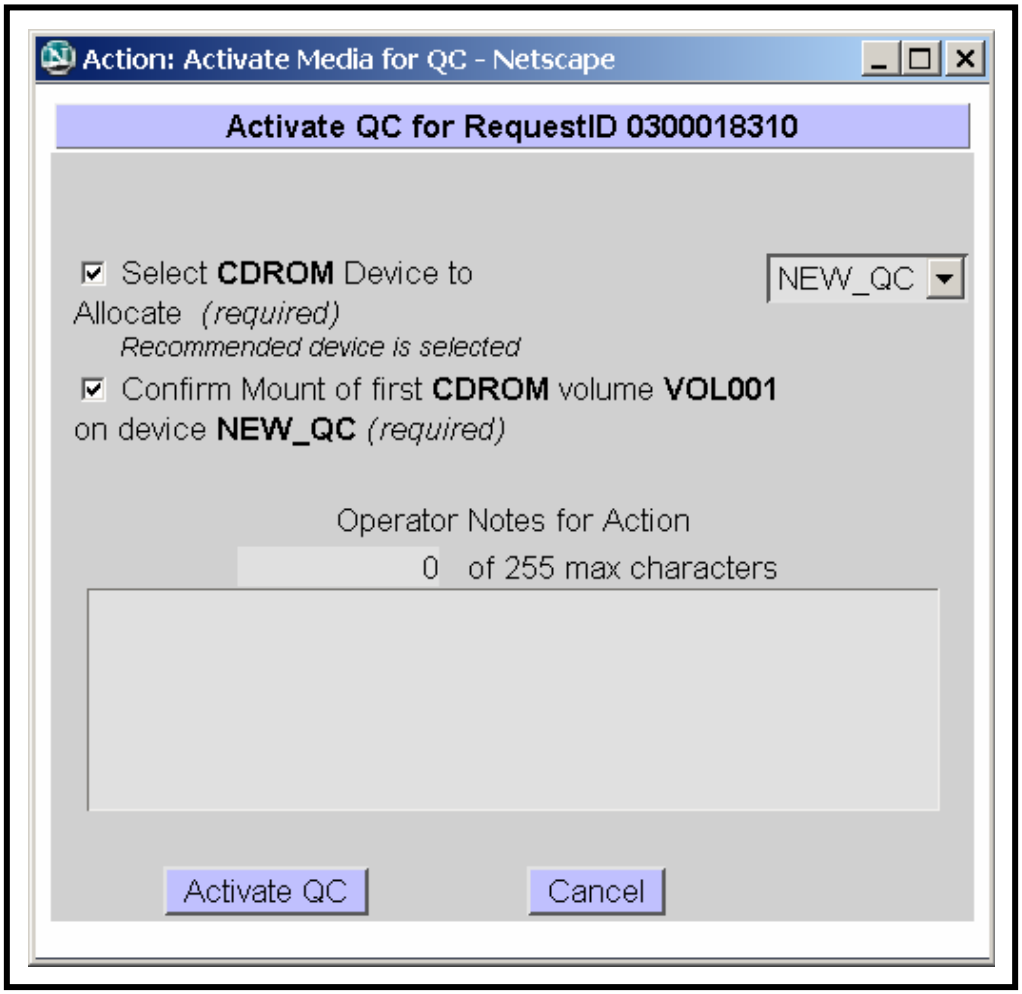

Figure 94. Activate QC Dialogue Box
The **Activate QC** dialogue box (Figure 94) provides the full-capability operator with means of manually activating PMD QC. The full-capability operator has options for assigning a different device for performing QC of the volume, confirming tape mounting (if applicable), and/or annotating the action.
- An **Activate QC** dialogue box (Figure 94) is displayed.